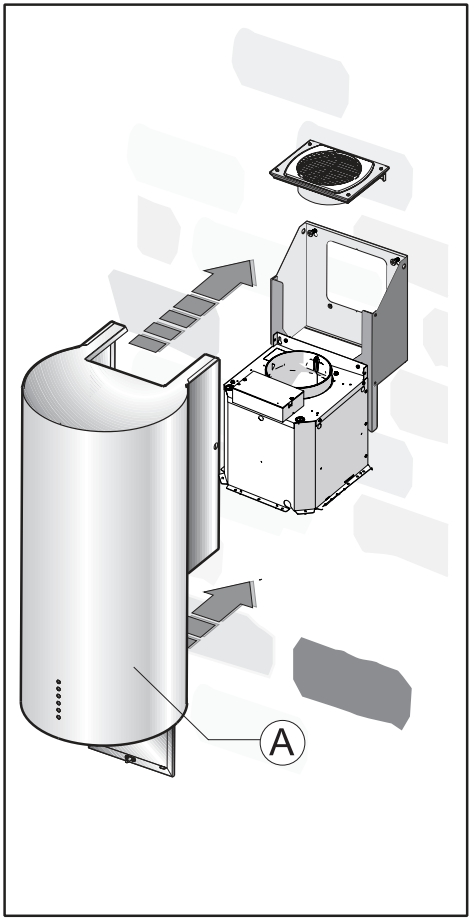
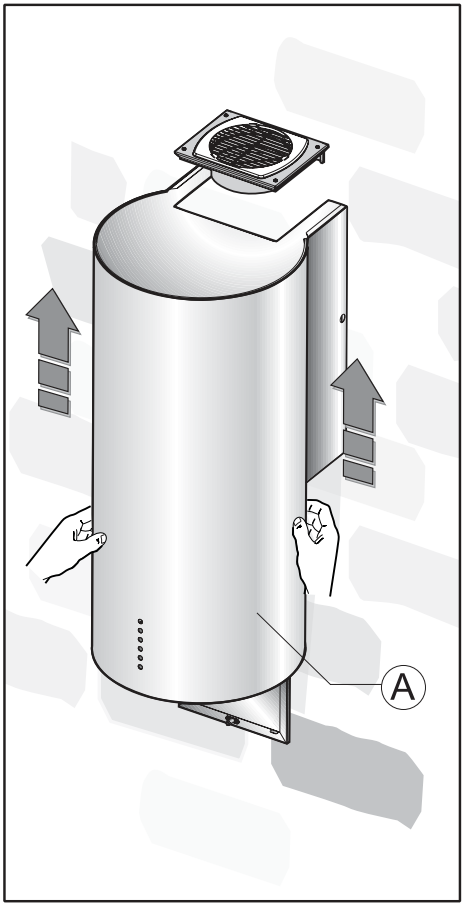

Fig.7
Fig.10
- Positionnez la hotte A contre le mur **(Fig. 7)** et alignez-la à la structure en la poussant vers le haut **(Fig. 10)**.